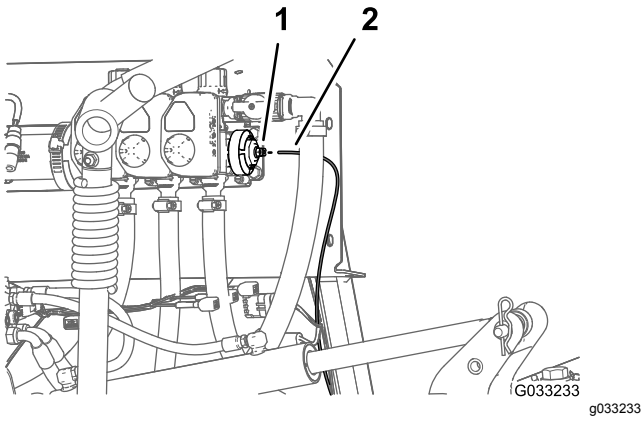

Figur 25
1. Tryck in rörkopplingens krage i ändlocket på höger sprutrampssektionsventil (Figur 25).
2. Dra ut tryckgivarröret för instrumentbrädans mätare ur rörkopplingen (Figur 25).